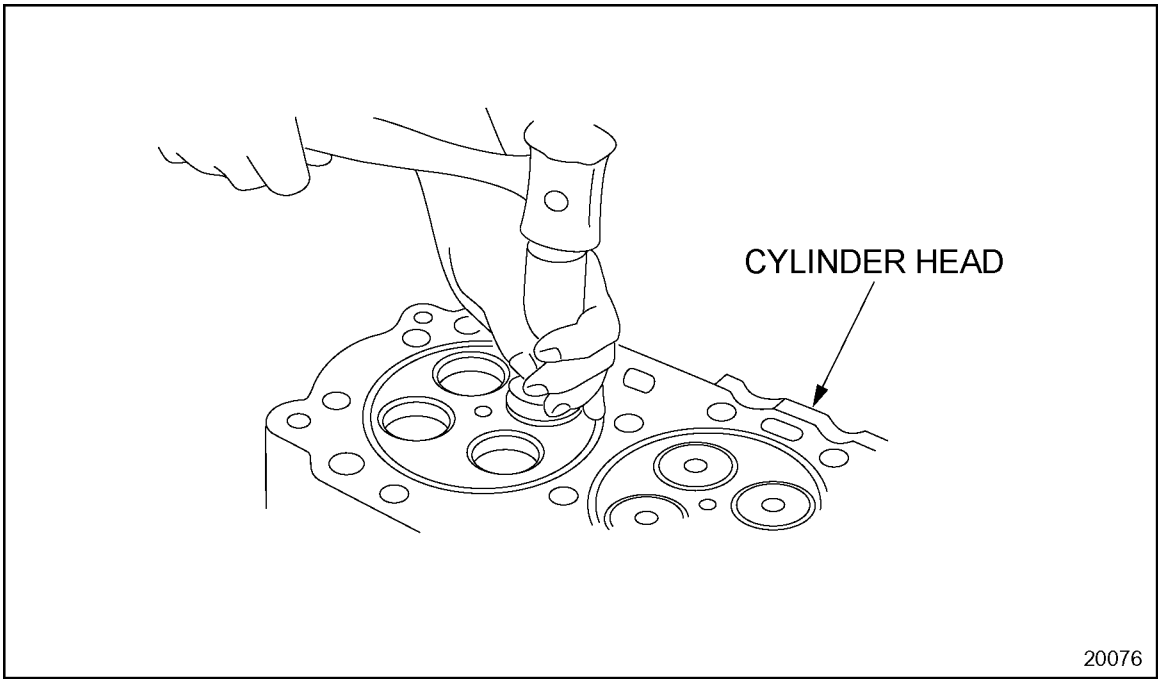

Figure 1-84 Seating Valve Seat Insert
5. Drive the insert solidly into its seat in the cylinder head. See Figure 1-84.